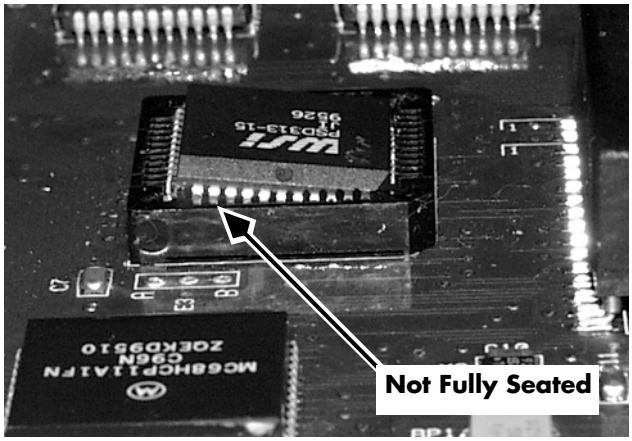
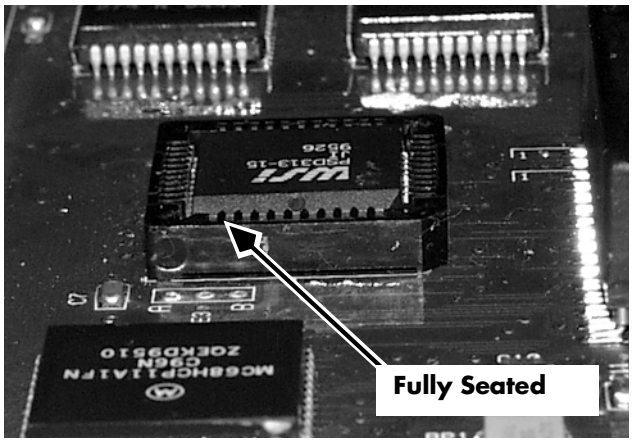

Figure 7-99: Firmware Chip improperly seated in socket
Figure 7-100: Firmware Chip fully seated in socket
4. With your thumb, gently press the chip into the socket. Be sure it is completely seated on all four edges. See Figure 7-99 and Figure 7-100.